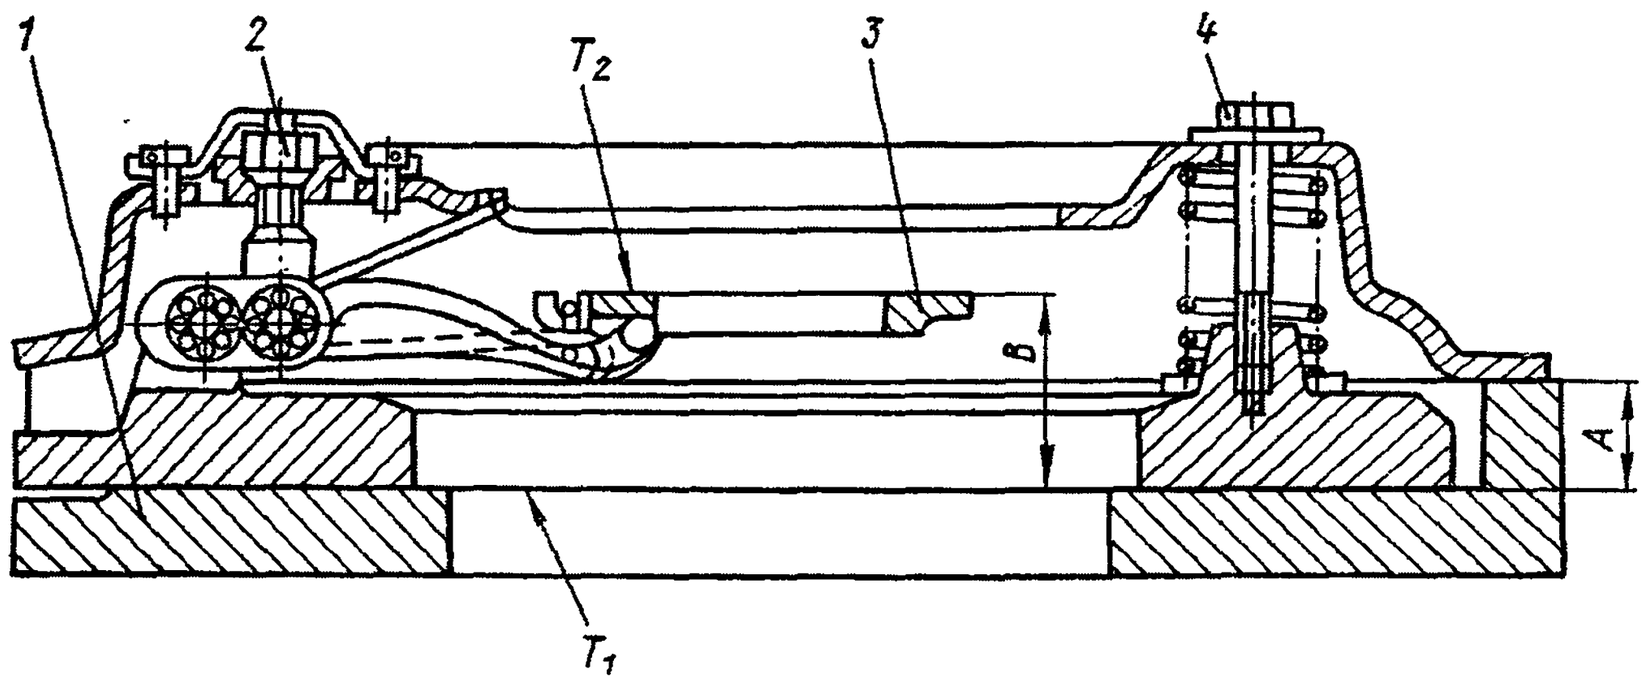

Рис. 42. Диск нажимной в сборе с кожухом на контрольной подставке:
Технические условия. Перед установкой кожуха сцепления с нажимным диском в сборе проверьте правильность положения упорного кольца *3* (рис. 42) Для проверки нажимной диск в сборе установите и закрепите на контрольной подставке *1* или на маховике со вставкой, обеспечивающие установочный размер $A = (29 \pm 0{,}1)$ мм, и отпустите технологические болты *4* Правильное положение упорного кольца определяется монтажным размером $B = (54 \pm 0{,}3)$ мм, биение торца T_2 относительно T_1 не более 0,2 мм При нарушении положения упорного кольца отрегулируйте положение кольца на приспособлении с помощью гаек, восстановив размер *B*
18. Отцентрируйте диски сцепления (см. рис. 42)	Шлицевая оправка или ведущий вал коробки передач